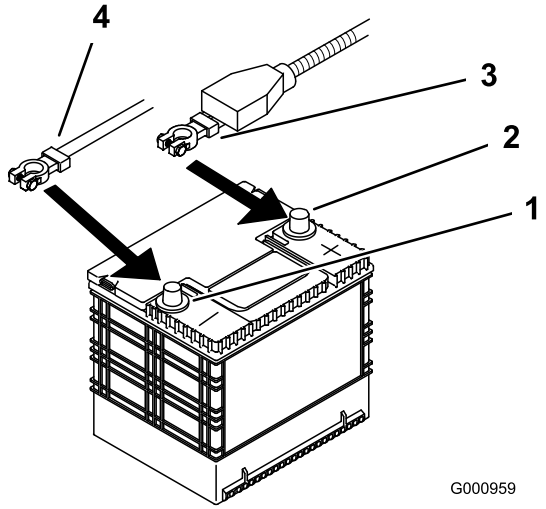

**Figuur 45**
4. Maak eerst de minkabel los van de minpool (–) van de accu (Figuur 45).
5. Schuif het rode stofkapje voor de accupool van de pluspool (rood) van de accu. Verwijder vervolgens de pluskabel (rood) van de accu (Figuur 45).
4. Bevestig de kabels met 2 bouten (1/4 x 3/4 inch), 2 ringen (1/4 inch) en 2 borgmoeren (1/4 inch) (Figuur 45).